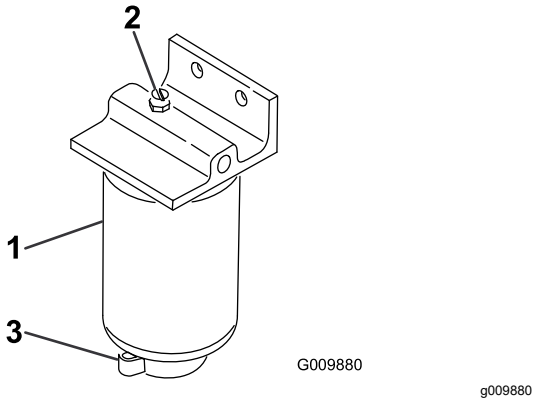

Figur 57
3. Lossa avtappningsventilen i botten på filterskålen (Figur 57).
2. Rengör området där filterskålen ska monteras (Figur 57).